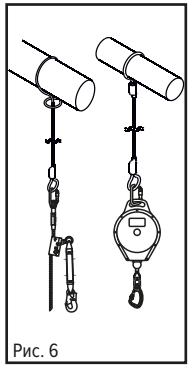

Рис. 6
- Присоедините к концу петли овальный карабин и соединительно-амортизирующую подсистему (рис. 6).